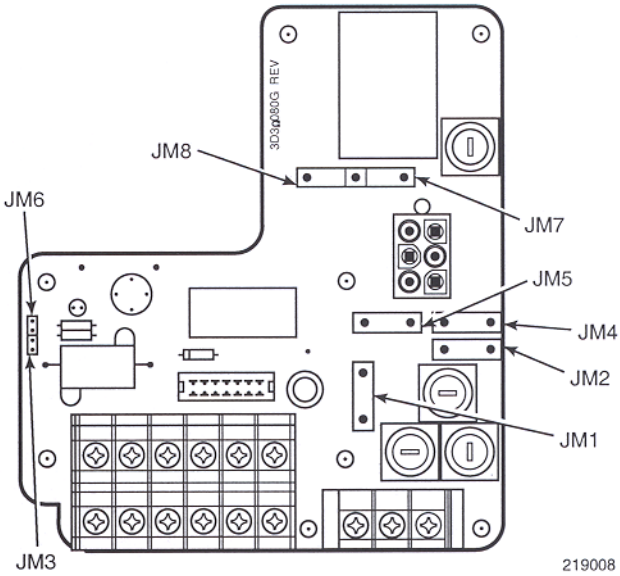

Figure 2-16. Jumpers on HPS Motherboard
Before supplying power to the heater power supply, verify that jumpers JM3 and JM6 are removed, and JM7 is installed. If relay wire (Figure 2-13, Note 1) is installed, JM2 must be removed from HPS Motherboard (Figure 2-16).
4. Before supplying power to the heater power supply, verify that the jumpers on the motherboard, Figure 2-16, are properly configured. Jumpers JM3, JM6, should be removed and JM7 should be installed. Additionally, make sure that the proper jumper for your line voltage is installed, Figure 2-15. If relay wire (Figure 2-13, note 1) is not installed, JM2 should be installed on the HPS Motherboard (Figure 2-16).